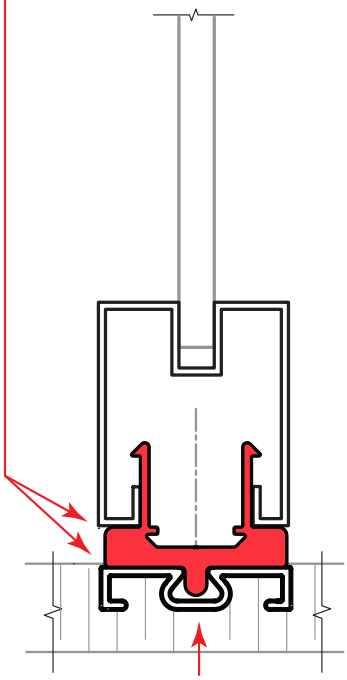

FIG.1 - FLUSH MOUNT
1) Flush in the floor (FIG. 1)